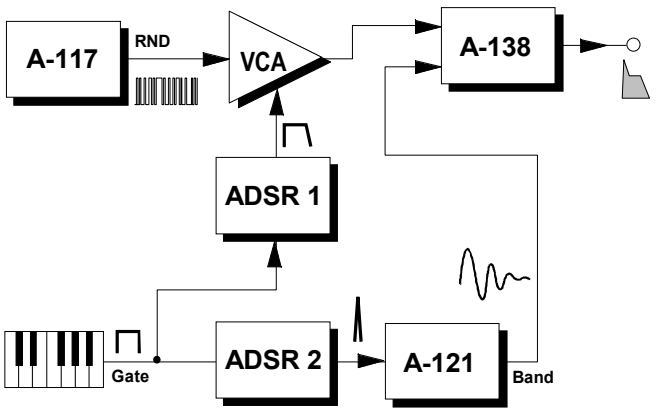

Abb. 3: Erzeugen eines Bassdrum-Klanges
Bei hohen Impulsraten steht am Ausgang ❶ **digitales Rauschen** zur Verfügung. Dieses können Sie beispielsweise anderen Klängen ungefiltert beimischen. In Abb. 3, das ein Patch zur Erzeugung einer 808-ähnlichen Bassdrum zeigt, wird auf diese Weise mit Hilfe eines VCA's, eines ADSR's und einer geeigneten Hüllkurve eine kurze **Rauschfahne** erzeugt. Der Basis-Bassdrum-Klang wird hier wieder mit der Methode des Filter-Ringing's erzeugt s.o.).